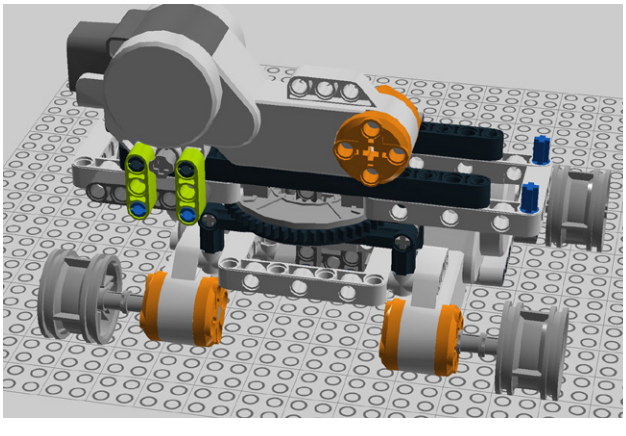

Figure 7-61. *Step 54: Adding two beams*
54. Attach a pair of 3M beams as shown in Figure 7-61.